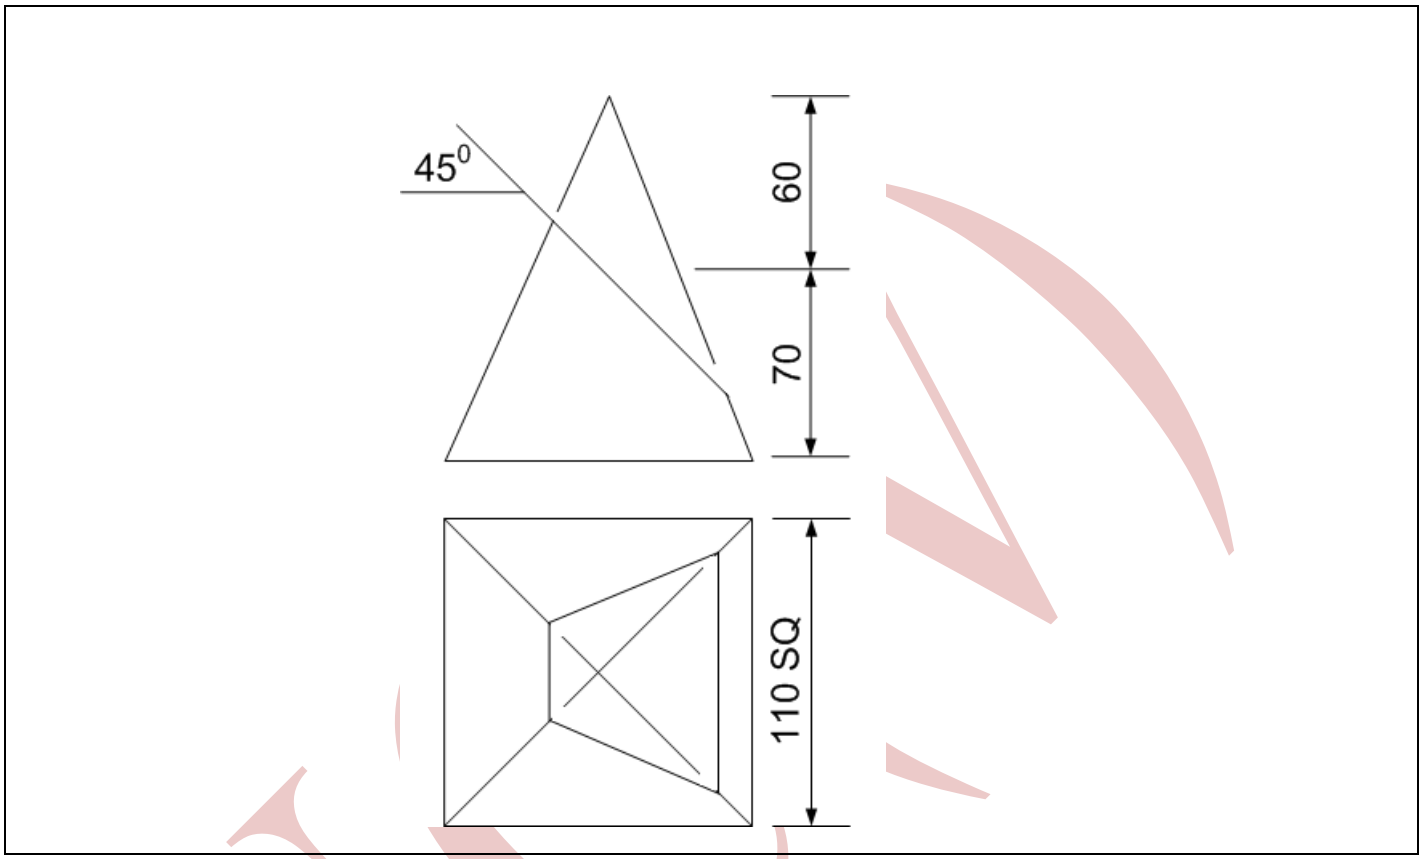

FIGURE 2
2.1 FIGURE 2 below shows the front view and the plan of a right pyramid cut at 45 degrees.